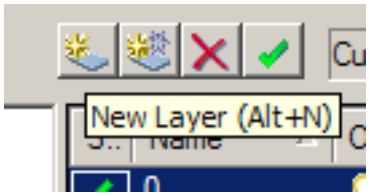

Figura 3.31: Criando um novo *layer.*
3. Podemos criar um novo layer clicando no primeiro botão a esquerda, na figura 3.31;